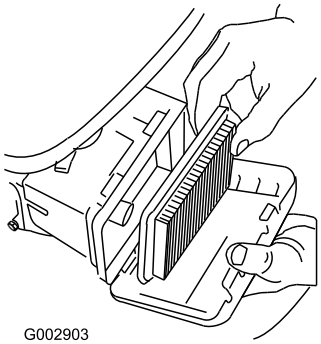

Bild 25
3. Entfernen Sie den Luftfilter (Bild 25).